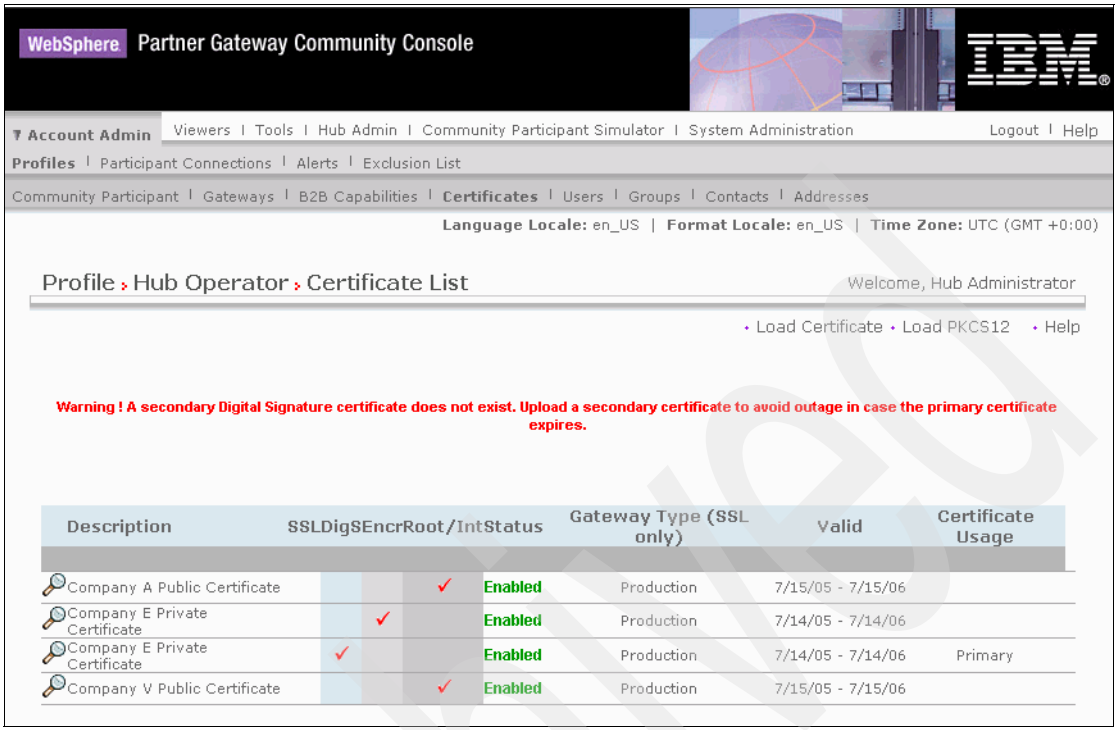

Figure 13-21 List of certificates under the Hub Operator profile
6. The WebSphere Partner Gateway server analyzes the certificate and presents the user with several pieces of information about the certificate. Review it carefully and click **Save**. Figure 13-21 on page 443 shows the new list of certificates in the profile of the Operator.